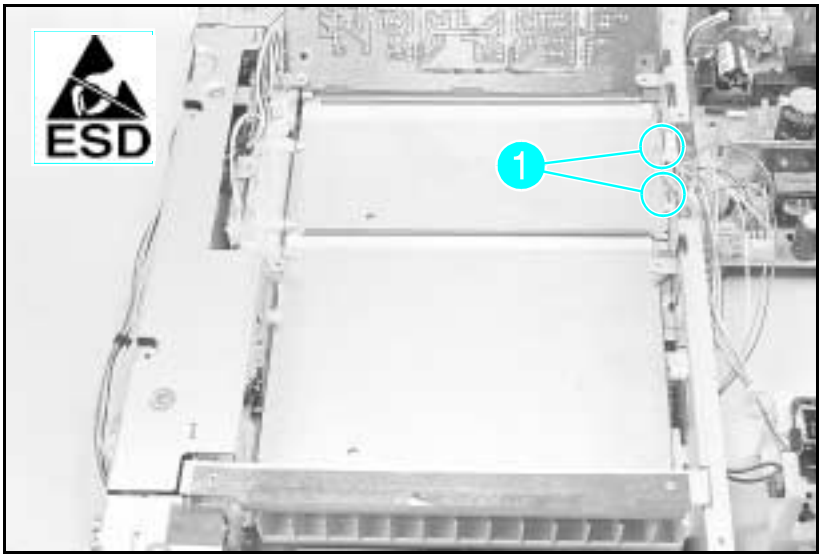

Figure A-19 Plate on Power PCA Side of Duplexer
2 Remove the (2) screws from the plate located on the power PCA side of the duplexer (see Figure A-19, callout *1*).